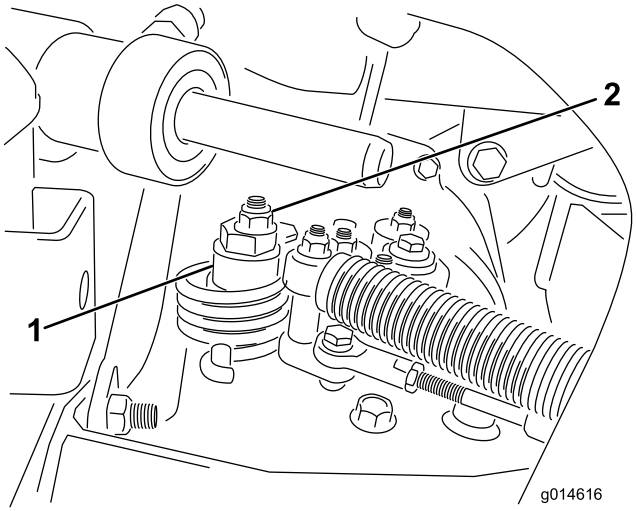

**Figur 46**
A. Lossa muttern som fäster excenterbulten på hydrostatens ovandel (Figur 46).
C. Vrid excenterbulten tills maskinen inte kryper i någon riktning. När hjulet slutar rotera drar du åt muttern som låser excenterbulten och justeringen (Figur 46). Kontrollera justeringen med gasreglaget i det LÅNGSAMMA och det SNABBA läget.